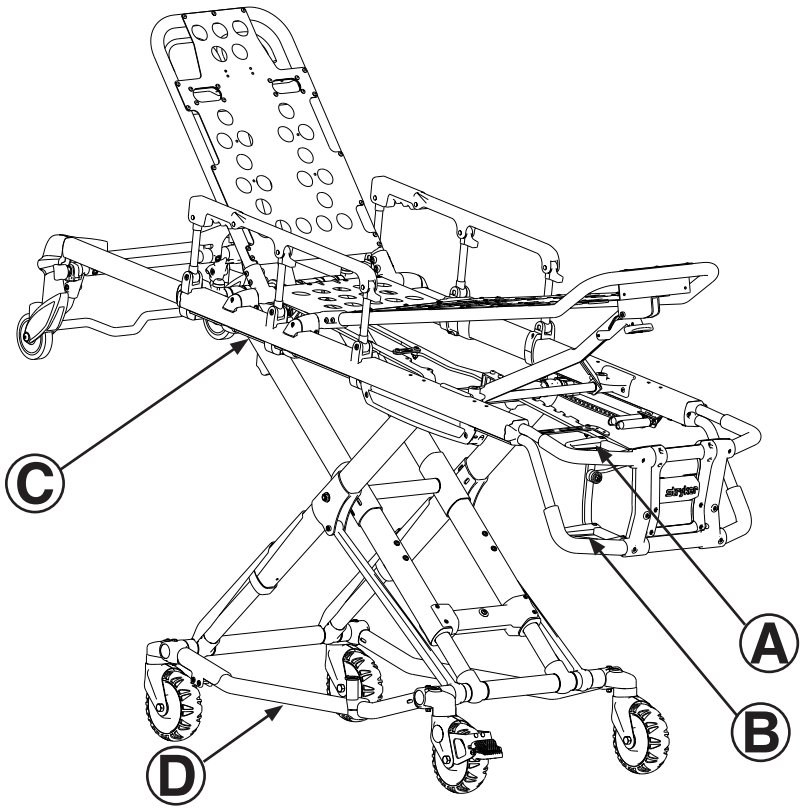

Afbeelding 13
1. De bediener aan het voeteneinde van de brancard knijpt de vrijgavehendel (A of B) in, terwijl beide bedieners de hefstangen stevig vasthouden (zie Afbeelding 13).
2. De bediener aan de linker- of rechterzijde van de patiënt (afhankelijk van de plaats van de vrijgavehendel) reikt naar de vrijgavehendel bij het midden van het bed (C). Beide bedieners moeten de brancard omhoog tillen totdat het gewicht van het vergrendelmechanisme wordt genomen (ongeveer 6,35 mm) (zie Afbeelding 13).
4. **Bediener 1** - Grijp het brancardframe bij het voeteneinde beet. Til het voeteneinde van de brancard omhoog tot het gewicht niet langer op het vergrendelmechanisme rust. Knijp de vrijgavehendel in en houd deze vast (A of B, zoals getoond in Afbeelding 13 op pagina 4-26).